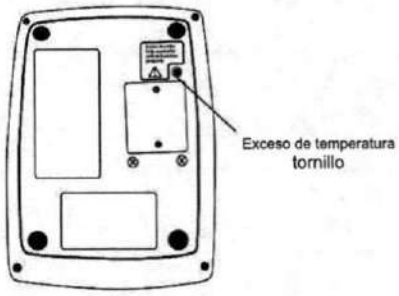

Fig. 3: Tornillo de sobretemperatura de la unidad de calentamiento Ranger
7. Afloje el tornillo de sobretemperatura en la parte inferior de la unidad de calentamiento Ranger (consulte la Fig. 3). Escuche un ligero clic cuando se abre el microinterruptor. Afloje 1/2 vuelta más. Esta unidad ahora está en modo de prueba de sobretemperatura y la salida de temperatura de la unidad debería comenzar a aumentar. Cuando la pantalla del Ranger indique 43 °C, verifique que suene una alerta audible, que la luz de alerta se encienda y que la pantalla parpadee alternativamente "HI" y la temperatura de la placa.